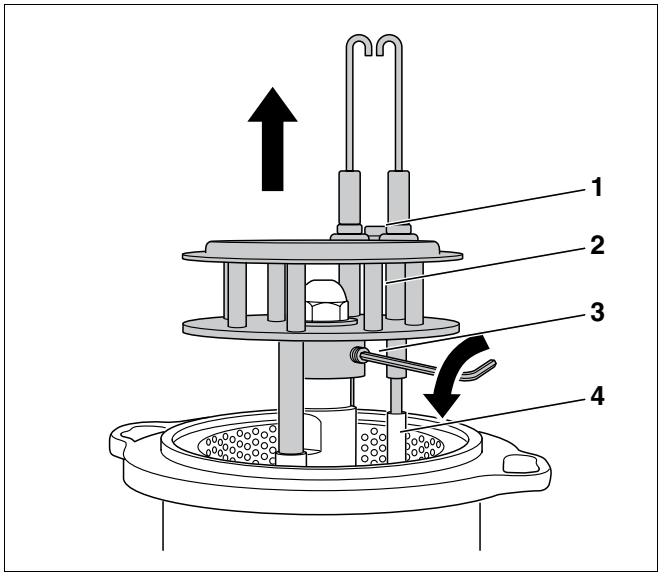

Fig. 47 Smontare il sistema di miscelazione
- Allentare la vite (fig. 47, **pos. 1**, pagina 40) tra gli elettrodi di accensione.
- Sfilare le linee di accensione (fig. 47, **pos. 4**, pagina 40).
- Allentare il prigioniero (fig. 47, **pos. 3**) e smontare il sistema di miscelazione (fig. 47, **pos. 2**).
- Togliere il sistema di miscelazione (fig. 47, **pos. 2**), tirando verso l'alto.